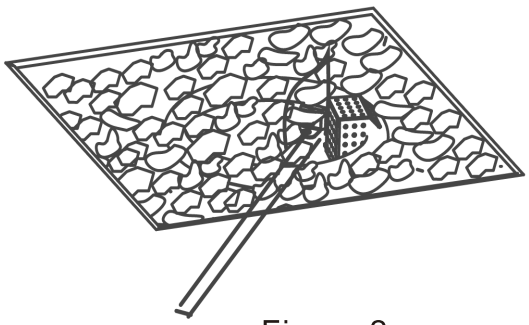

Figura 2
8. Dacă aprinderea nu are loc în 20 de secunde, rotiți butonul de control al arzătorului în poziția „OFF”, așteptați 5 minute, ventilați cu un ziar sau o revistă și repetați procedura de aprindere. 9. Dacă aprindătorul nu aprinde arzătorul (Figura 2)